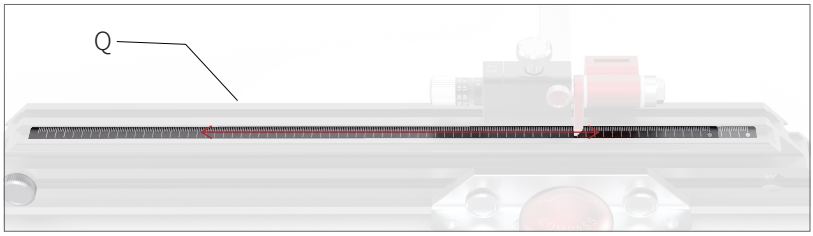

Fig.5
(4)Positioning the ruler (Fig.5)